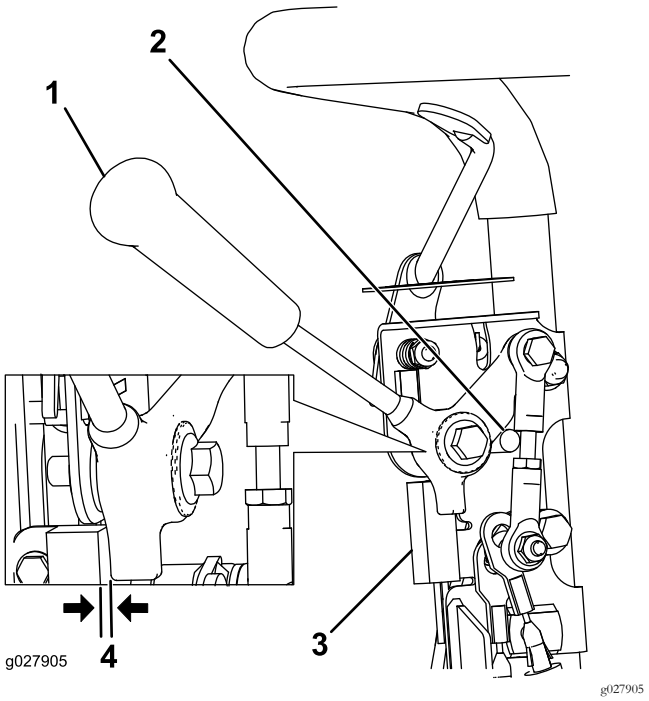

**Figur 30**
1. Sørg for, at motoren er slukket og at traktionshåndtaget er udkoblet og har kontakt med neutralstoppet (Figur 30).
2. Løsn sikkerhedskontaktens fastgørelsesanordninger (Figur 30).
3. Placer et 0,8 mm tykt afstandsstykke mellem traktionshåndtaget og sikkerhedskontakten (Figur 30).